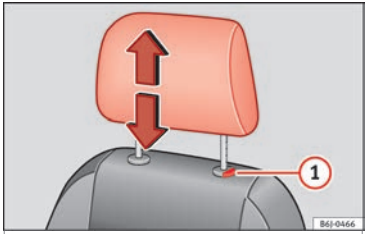

Fig. 143 Front head restraint: adjust or remove.
– Press catch (1) ››› Fig. 143 and remove the head restraint.